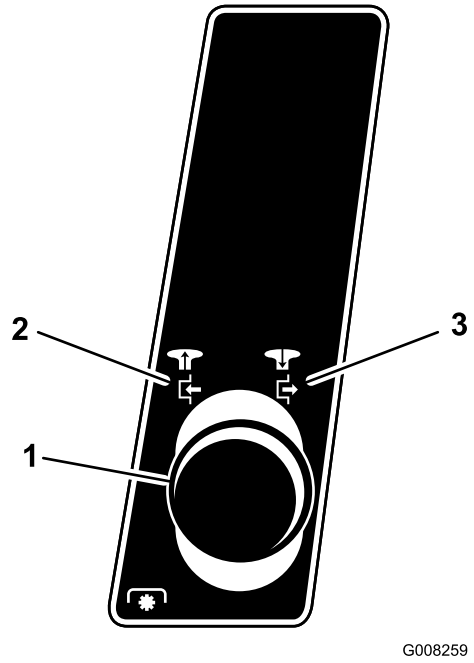

Figur 12
4. Koble fra knivene (kraftuttak). Se Figur 12.